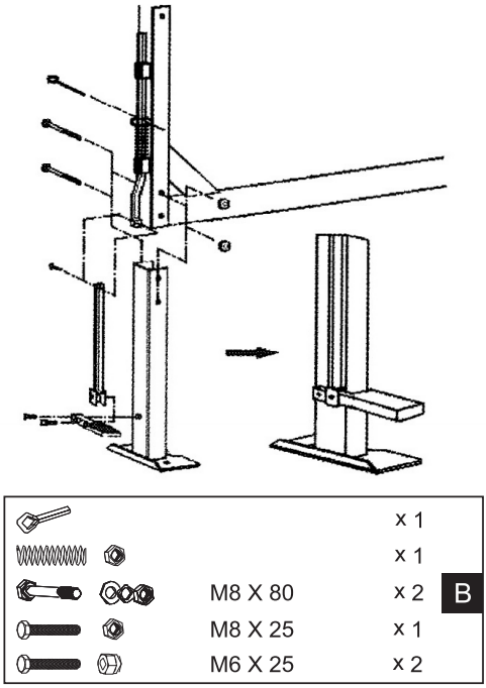

Рисунок 3. Схема кріплення опорної стійки до рами.
2. Встановити, закріпити опорну стійку, важіль на опорній рамі болтами (рис. 3).